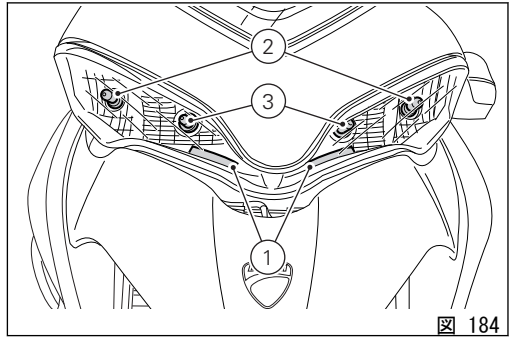

図 184
LED パーキングランプ (1)、LED ロービームランプ (2)、ハイビームランプ (3) の配置は (図 184) に記載しています。